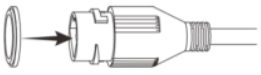

Рисунок 6.6 – Уплотнительное кольцо
1. Наденьте уплотнительное кольцо на разъём RJ-45 кабеля видеокамеры (Рисунок 6.6).